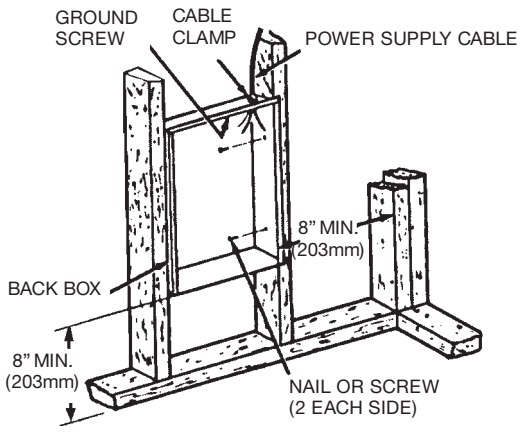

Figure 1: Locating Recessed Back Box in New Construction
1. Mounting Back Box (see Figure 1).
c. Secure the back box in position with wood screws or nails as shown in Figure 1.
2. Power Supply Wiring (see Figure 1)